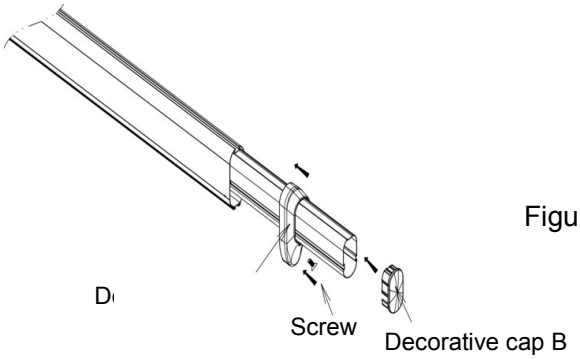

Figure 3-4
5) Install decorative cap A on the expansion boom, fasten the decorative cap to the fixed plate of the expansion boom, and then install decorative cap B to the end of the expansion boom, as shown in the figure 3-4.